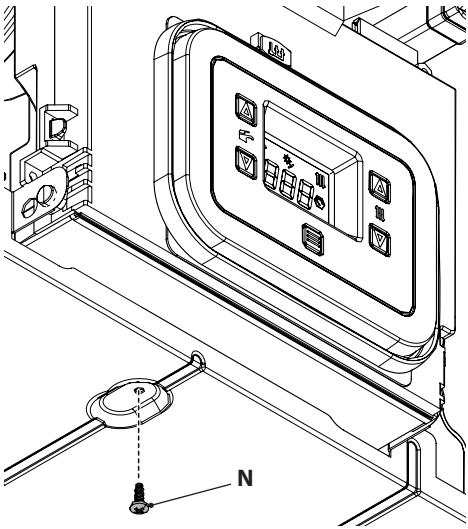

Figure 5.19
• Unscrew the screw **N** (Figure 5.19).